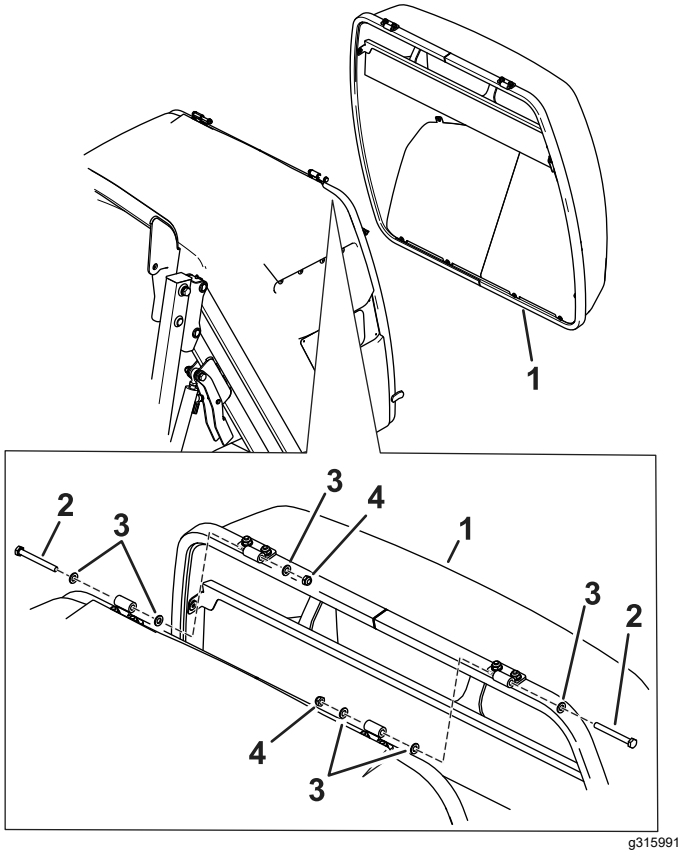

Figura 2
2. Instale la puerta de la tolva en la tolva con las fijaciones que retiró anteriormente; consulte la Figura 2.